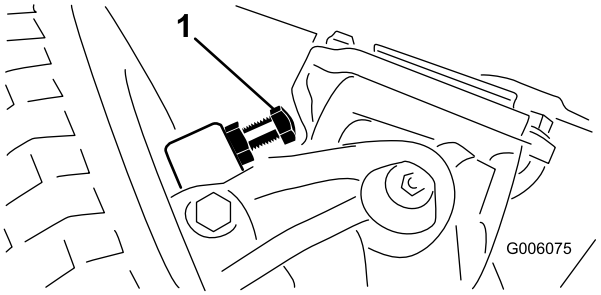

Figur 59
1. Skru boltene ind eller ud, indtil frigangen på 2,3 mm opnås (Figur 59).